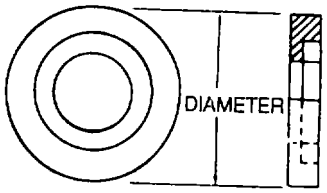

Figure 2-32. Taper Pin Washer
c. *High Tensile Special Washers.* Taper pin, high tensile, countersunk, and preload indicating special washers are identified in figures 2-32 through 2-35.
(1) Taper pin washers. Use a taper pin or dished washer, AN975, in conjunction with threaded taper pin, AN386 install washer under nut AN320 to effect adjustment where a plain washer would cause distortion.
(2) High tensile washers. Use a high tensile washer, MS20002, in conjunction with high tensile internal wrenching bolts, MS2004 through MS20018. A Type C washer is countersunk to seat the bolt head shank radius, and a plain type washer is used under the nut Plain and countersunk washers, MS20002 and MS20002C, are heat-treated to 125,000 to 145,000 psi.
(3) High Tensile Countersunk washers. Countersunk washers, commonly called dimpled washers, are for use with 100-degree flat-head screws, or rivets, to provide reinforced, low-profile attachments in such locations as fillets and other fairing installations. Identify countersunk washers by part number. Examples: A3236-0.012 (No. 6 screw), A31350-0 017 (No. 8 screw), A3235-0.020 (No. 10 screw).